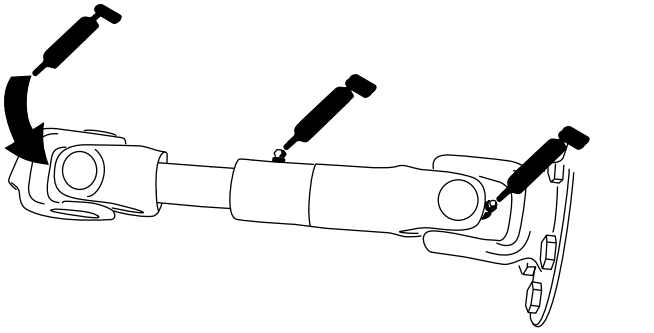

Figur 72
- Pumpens drivaxel (3) (Figur 72)